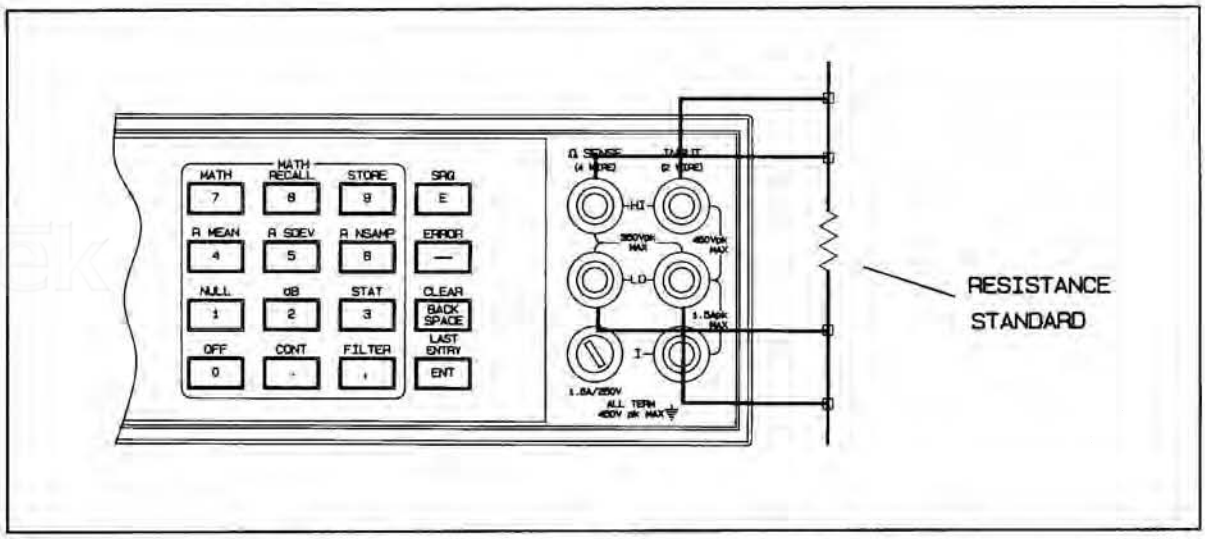

Figure 5-2. Input Connections for 4-Wire Ohms Gain Calibration
b. Set the Resistance Standard to 30 MOhms and connect it to the HP 3457A front panel HI and LO Input terminals and Ω Sense HI and LO terminals as shown in Figure 5-2.